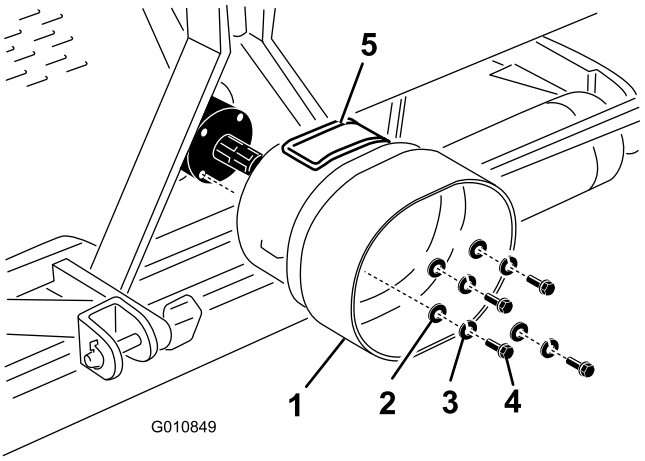

**Rysunek 19**
1. Odkręć 4 śruby i zdejmij podkładki sprężyste i płaskie umieszczone z tyłu przekładni aeratora (Rysunek 19).
2. Zamontuj osłonę WOM do przekładni aeratora za pomocą wcześniej zdjętych elementów mocujących (Rysunek 19). Podczas montażu osłony WOM upewnij się, że pokrywa dostępowa (Rysunek 19) jest umieszczona od góry lub z boku w zależności od konfiguracji ramy aeratora.
**Informacja:** W celu ułatwienia montażu elementów mocujących wałek sprzęgający można otworzyć pokrywę dostępową (Rysunek 19).